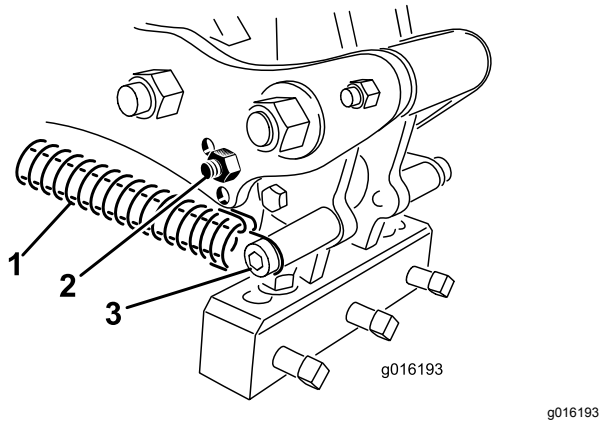

Rysunek 39
3. Odłącz sprężynę napinającą od głowicy z zębami (Rysunek 39).
4. Odkręć śrubę ogranicznika i zdejmij ogranicznik z ramienia łączącego, po czym włóż go w drugi otwór regulacyjny (Rysunek 39).